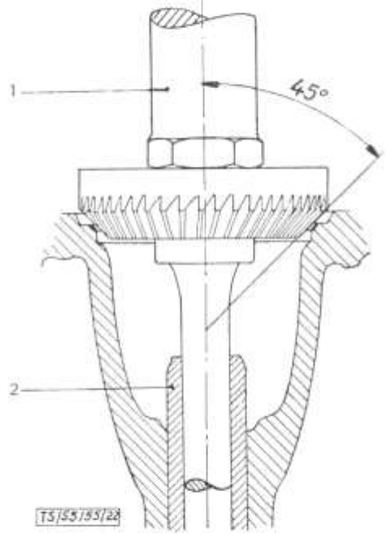

Bild 21: **Nacharbeiten des Ventilsitzes**
3. Den eigentlichen Ventilsitz mit einem 90°-Fräser (21) sorgfältig und ohne Rattermarken nur so weit fräsen, bis der Sitz rein wird (Bild 21). Man beachte, daß der Druck gleichmäßig und senkrecht von oben erfolgt.